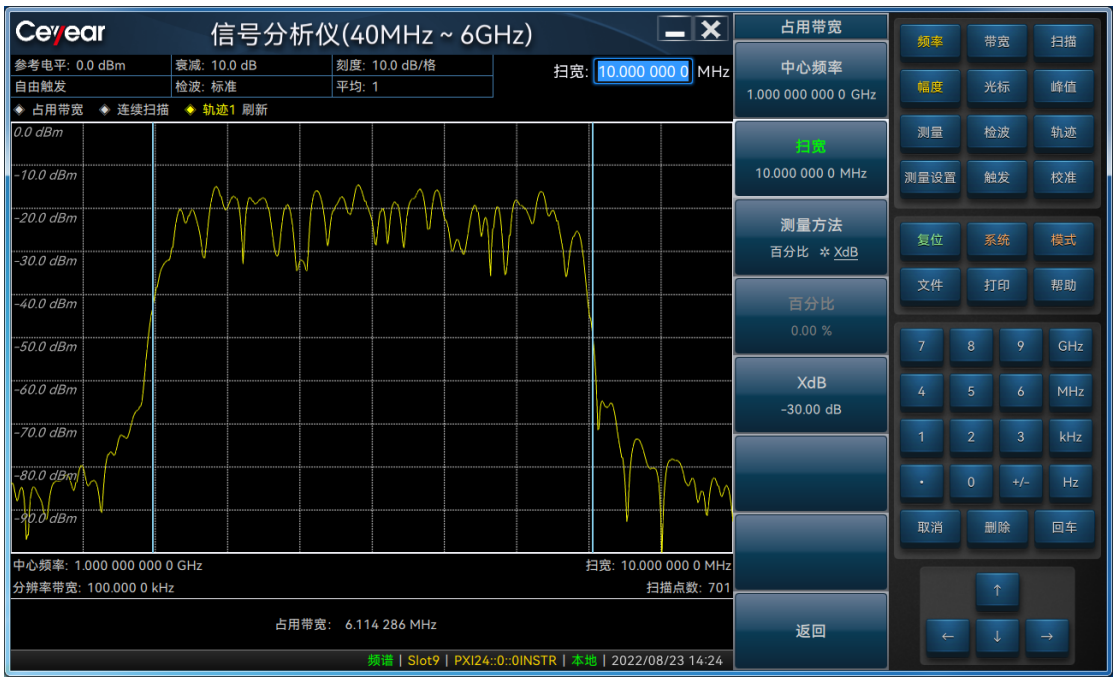

图 3.34 占用带宽测量结果
两个标记之间的幅度和频率的差值在显示区右上角的光标结果区显示。如图 3.34 所示。
- 占用带宽测量结果显示如图 3.34 所示。